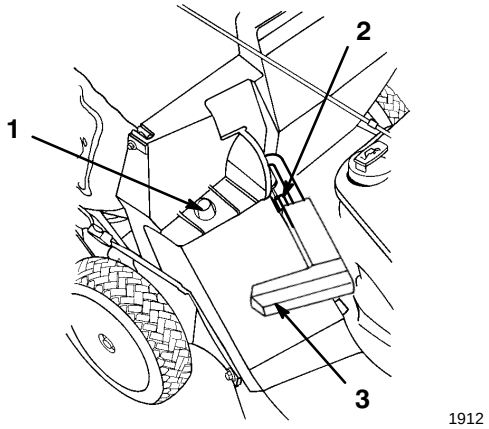

Afbeelding 17
2. De handgreep van de kokerdeur moet helemaal naar voren staan, en de pen moet tegen de klink komen (Afb. 17).
3. Schuif het gat in het zakframe op de steunpen van de maaikast (Afb. 17).
2. Til de handgreep van de afvoerdeur op en beweeg die naar voren, totdat de pen in de vergrendeling valt (Afb. 17).